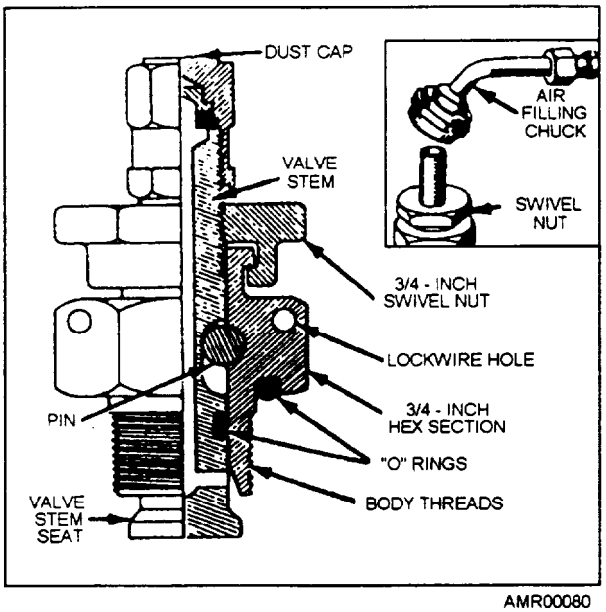

Figure 5-8.—High-pressure air valve, MS 28889-1.
The high-pressure air valve is used to service struts, accumulators, air storage bottles, and other components serviced with high-pressure air. The high-pressure air valve, shown in figure 5-8, is used on most naval aircraft. It is referred to by its military specification (MS) number MS 28889-1. Air valve MS 28889-1 does not have a valve core.
Q21. *The high-pressure air valve, shown in figure 5-8. is used on most naval aircraft for what purpose?*